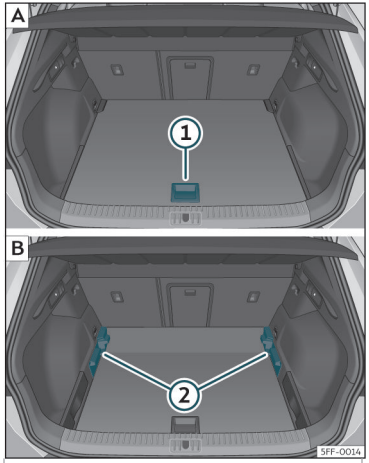

Fig. 109 Suelo variable del maletero: A posición alta; B posición baja.
- Para pasar de la posición baja a la alta, levante el piso por el asidero››› **fig. 109** ①, tire de él hacia atrás hasta que la parte delantera del piso rebase totalmente los soportes ››› **fig. 109** ②.
- Haga desplazar sobre estos el piso hacia adelante hasta que haga tope en el respaldo de los asientos posteriores y, a continuación, baje el piso con el asidero ①.
- Para pasar de la posición alta a la baja, levante el piso por el asidero››› **fig. 109** ①, tire de él hacia atrás hasta que la parte delantera del piso rebase totalmente los soportes ››› **fig. 109** ②.
• Con el suelo variable en posición alta, levántelo por el asidero>>> **fig. 109** ①, tire de él y empuje hacia el respaldo de los asientos posteriores hasta que se doble por la línea de bisagra y la parte móvil del piso repose sobre el mismo.